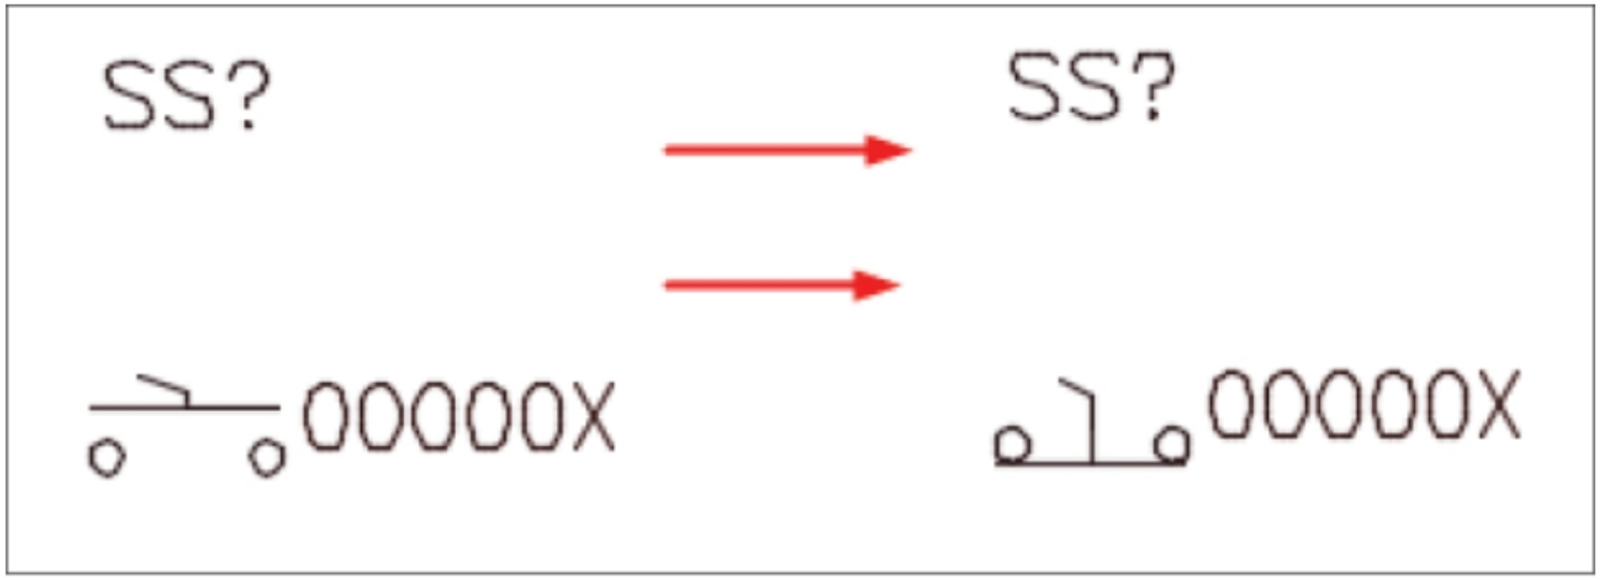

Figure-37. Component after toggling
- Select the component and its status will be changed; refer to Figure-37.